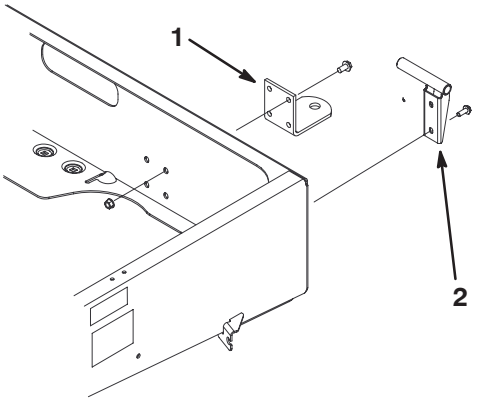

Figur 7
2. Fäst det vänstra tappfästet till ramens bakre vänstra hörn med 2 huvudskruvar med fläns (3/8 x 1 tum). Placera fästet såsom framgår av figur 7.